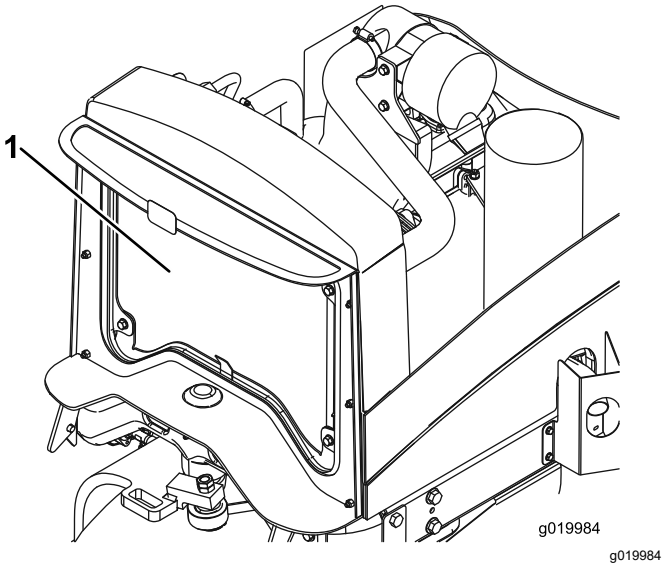

Figur 58
4. Rengør begge sider af køleren grundigt med trykluft (Figur 58).